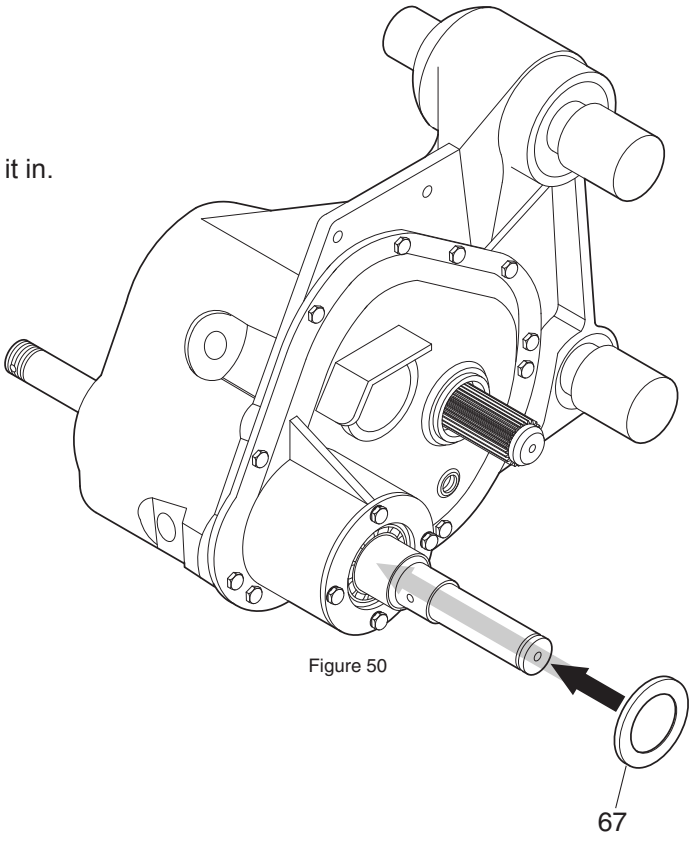

Figure 50
Install the sealing ring #T2915221P (item 67) as shown in figure 50. Use a tool whose diameter fits the outside of the sealing ring (item 67) to tap it in.